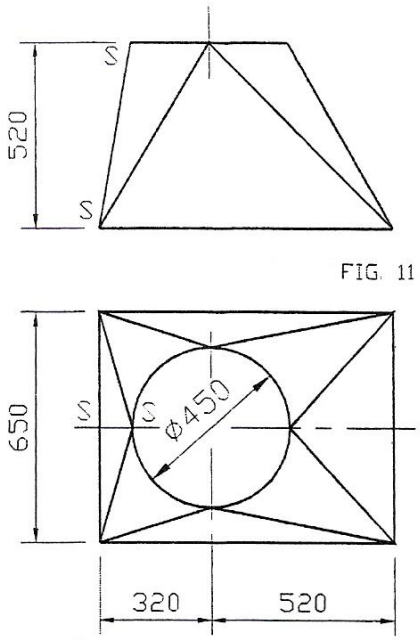

FIG. 11
11. The elevation and plan of an offset rectangle- to-round transformer are shown in Fig.11. Develop the full template, placing the seam at SS. Scale: 1:10